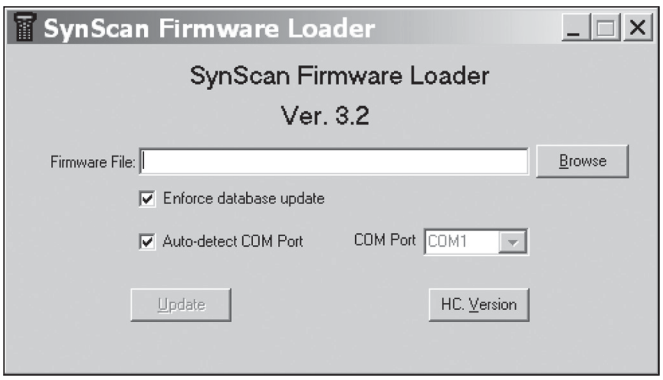

Abbildung 4. Das Anwendungsfenster des SynScan-Firmware-Laders.
3. Führen Sie auf dem Computer die Datei „SynScanFirmwareLoader.exe“ aus. In **Abbildung 4** sehen Sie das Anwendungsfenster.